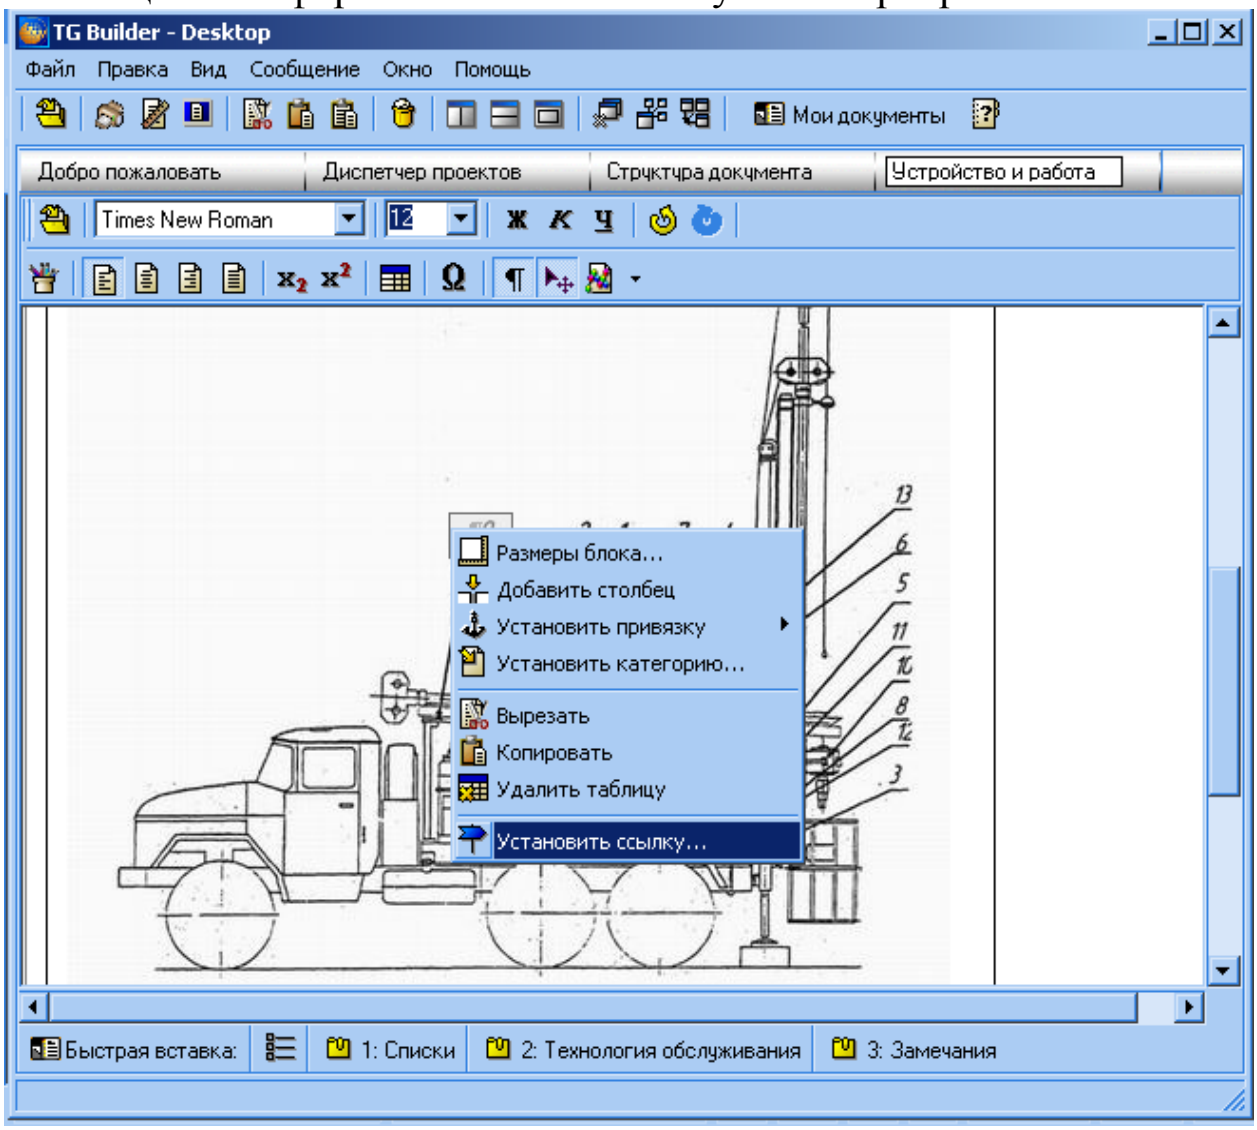

Рис. 26
11. Нажимая правой кнопкой мыши на рамке таблицы, выбрать опцию «Установить ссылку» (рис. 26).